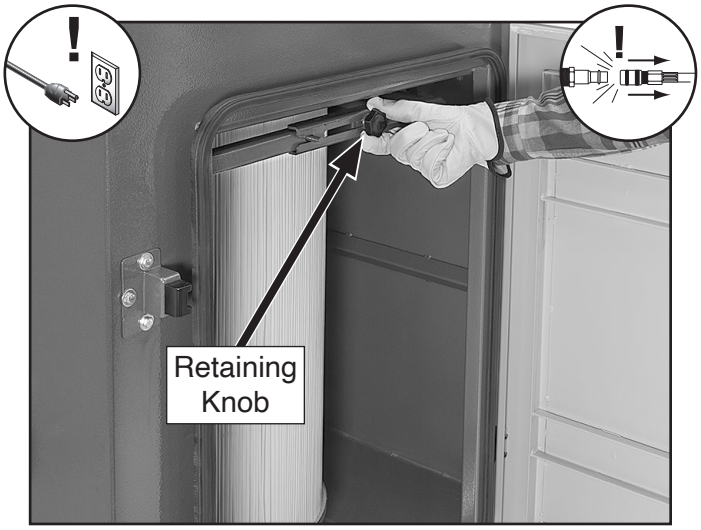

Figure 36. Loosening retaining knob.
2. Pull to release (2) compression latches and open maintenance door.
3. Loosen filter retaining knob (see **Figure 36**).